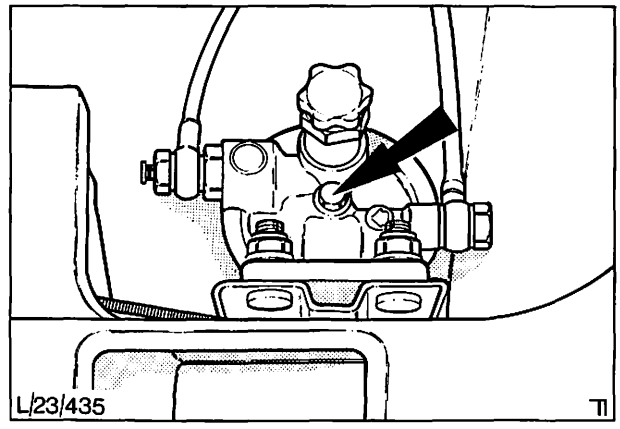

Abb. 56 Filterelement-Befestigungsschraube
4. Schale halten, Halteschraube in der Mitte entfernen (Abb. 56) und Schale und Filterelement abnehmen.